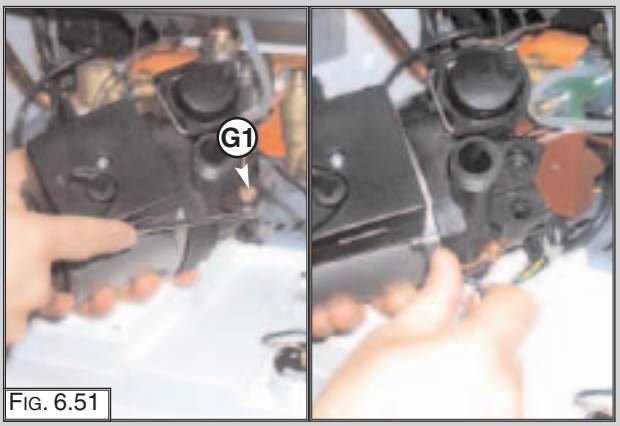

FIG. 6.51
5. Remove the U-clip "G1" and remove the pressure gauge connection (FIG. 6.51);